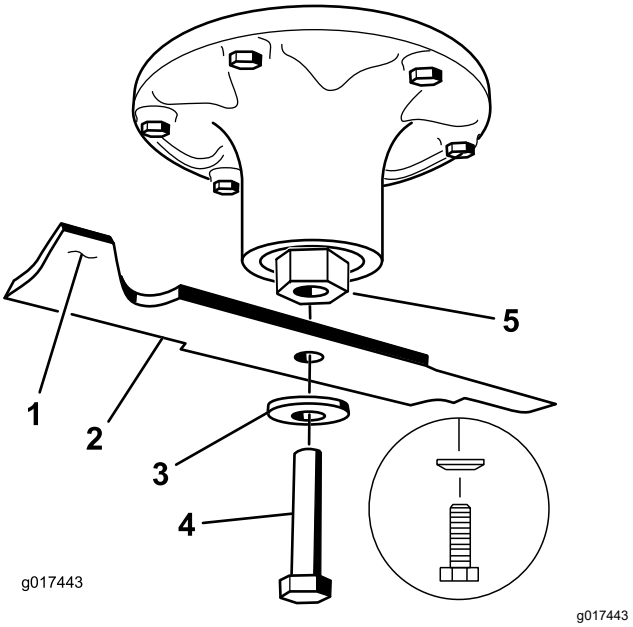

**Figur 78**
2. Fjern skæreknivsbolten, den buede spændeskive og skærekniven fra spindelakslen (Figur 78).
1. Monter skærekniven på spindelakslen (Figur 78).
2. Monter den buede skive og knivbolten (Figur 78).